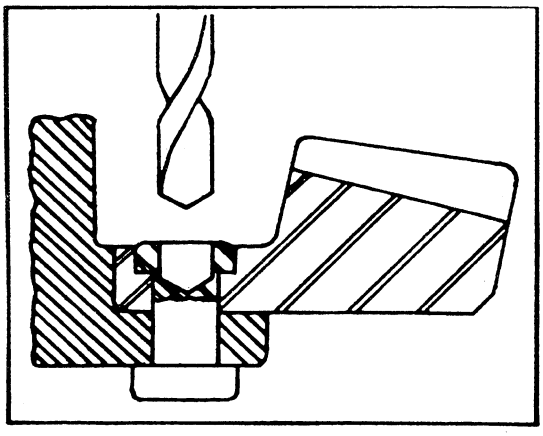

Figure T-46
2. Use a 1/32" smaller drill then the body of the rivet,drill through the rivet head,Figure T-46.